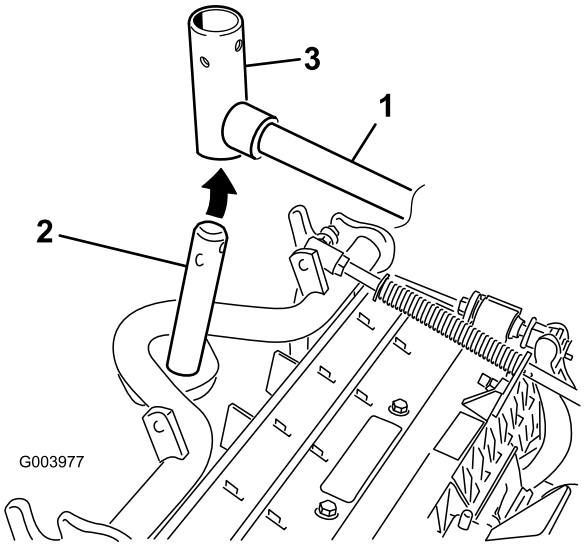

Figuur 10
8. Schuif een van de voorste maaidekken onder de hefarm terwijl u de as van het draagframe naar boven in het juk van het draaipunt van de hefarm brengt (Figuur 10).
B. Breng het juk van de hefarm aan op de as van het draagframe (Figuur 10).